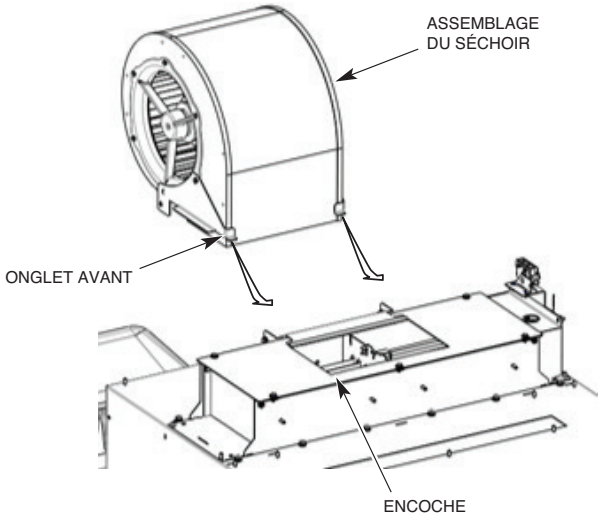

Fig. 24
2. Installez l'ensemble d'aération sur la monture du fil chauffant en descendant l'ensemble d'aération en angle pour que les onglets du devant s'accrochent aux encoches situées sur la plaque du haut de la monture du fil chauffant (Fig. 24 et 25).